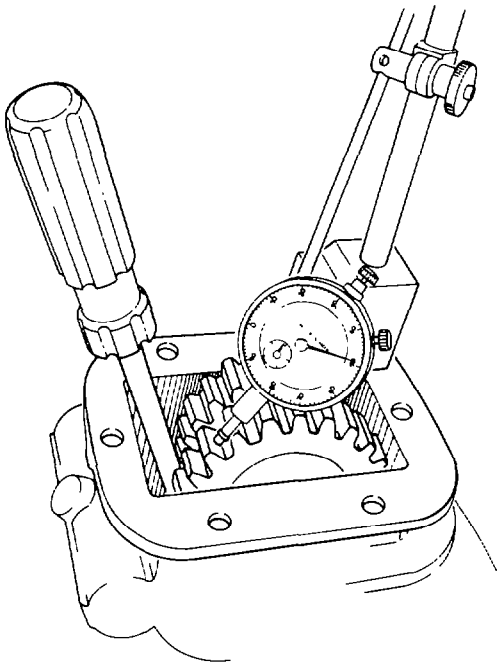

Fig. 396 — Checking Adapter to PTO Backlash
j. Install the dial indicator on to the adapter, jam the PTO driven gear with a screwdriver as shown in fig. 396, then check the adapter gear for backlash.